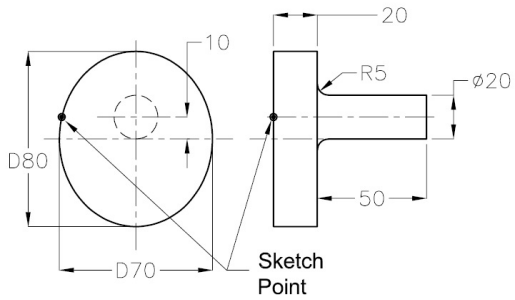

Figure 16-80 *View and dimensions of the Cam*
shown in Figure 16-80. This point will be used as a reference point while creating the mechanism. (**Expected time: 2 hr**)
1. Create all parts of the assembly and then save them as separate part files at *CATIA/c16/Cam Follower mechanism*. (While creating a Cam, create a sketch point over the edge of the Cam, refer to Figure 16-80).